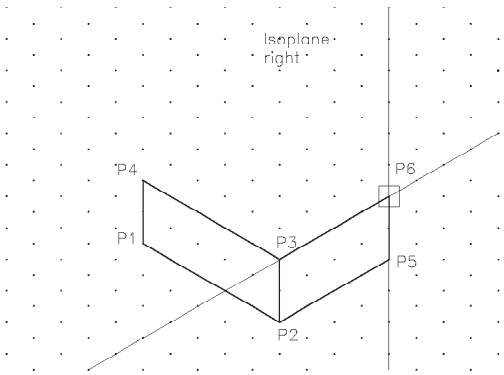

Figure 19-10 *Drawing the bottom right face*
3. Change the isoplane to the isoplane right by pressing the F5 key. Invoke the **Line** tool and draw the lines, as shown in Figure 19-10.